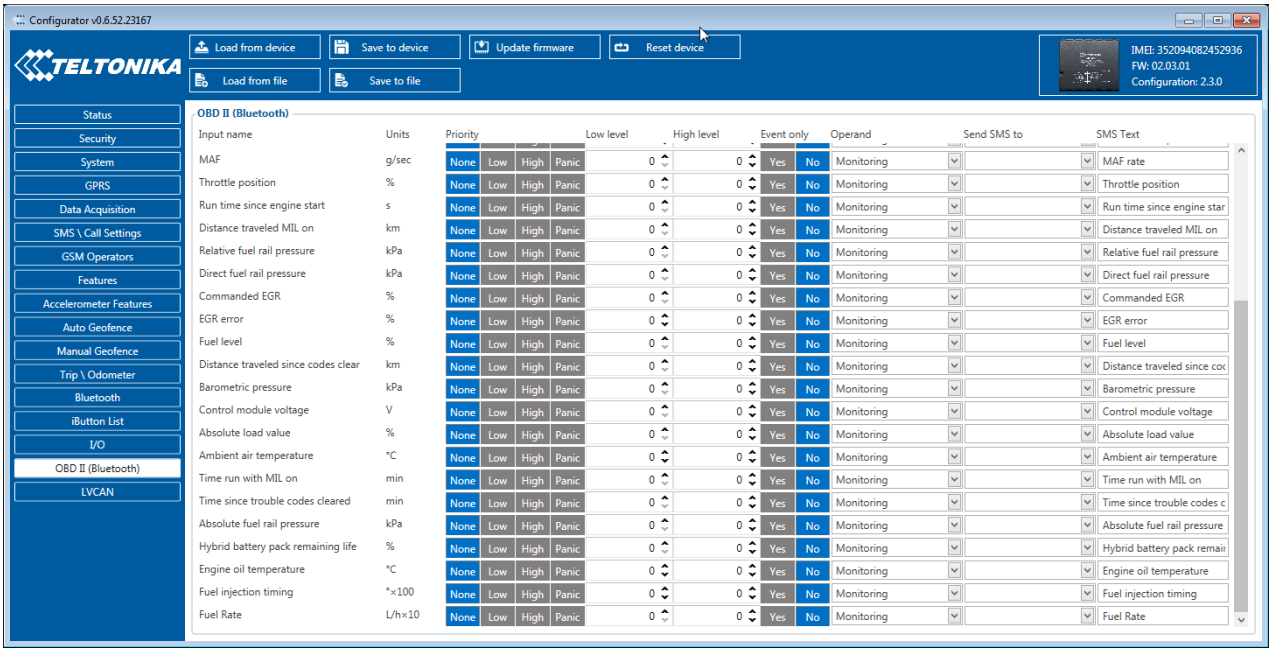

Figure 47 OBD II Bluetooth settings.
- Go to “**OBD II (Bluetooth)**” in left menu and select priority and others parameters visible at **Figure 47**.